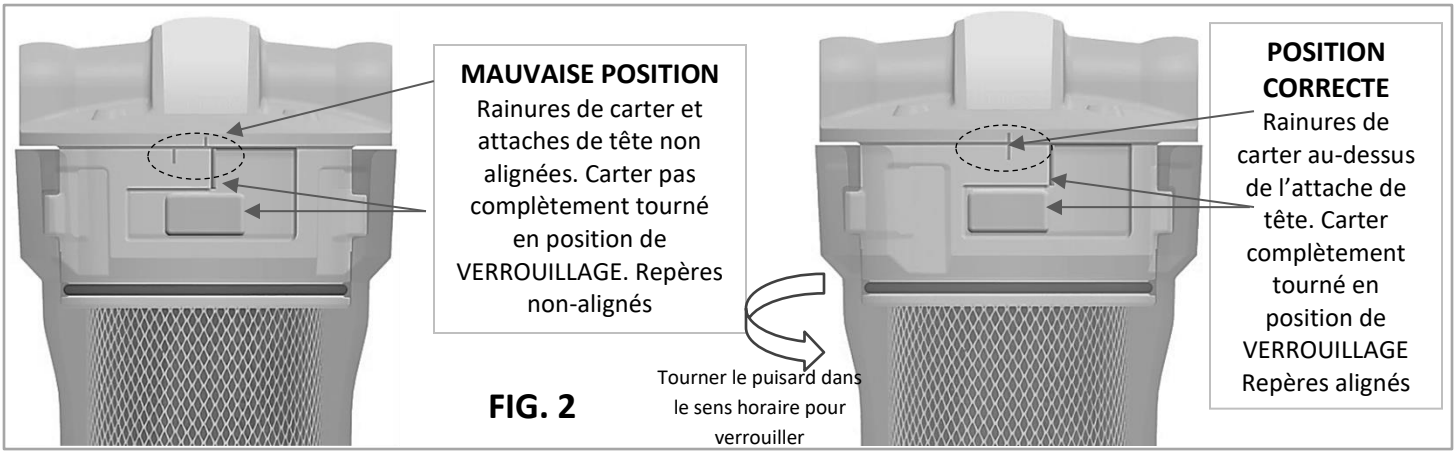

FIG. 2
3. Retirez la cartouche au charbon (CF2) de son emballage et insérez-la soigneusement dans le carter avec le joint bleu dirigé vers le haut. Alignez le carter sous la tête de filtre et tirez la cartouche vers le haut avec une main puis poussez le joint bleu au-dessus de la tête blanche. Tirez le carter vers le haut et faites-le tourner à 1/8 dans le sens horaire pour aligner les rainures du carter avec les attaches de la tête (2501) et le mettre en position de verrouillage (Fig 2).